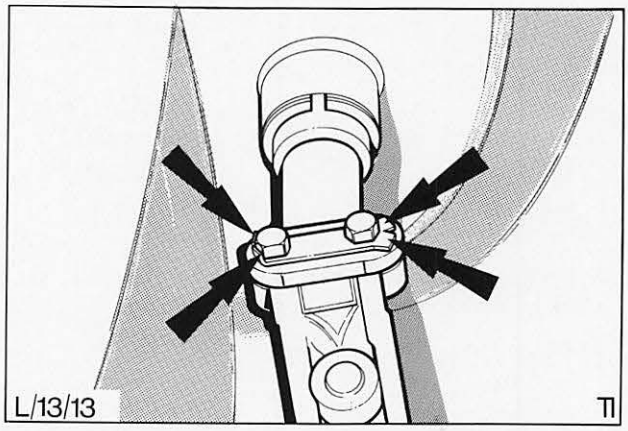

Abb. 82 Zusammenbau der Lenkverbindung und der Lenkspindel – alle vier Ecken des Sicherungsblechs umbiegen
29. Neues Sicherungsblech an **allen vier** Ecken umbiegen, Abb. 82.